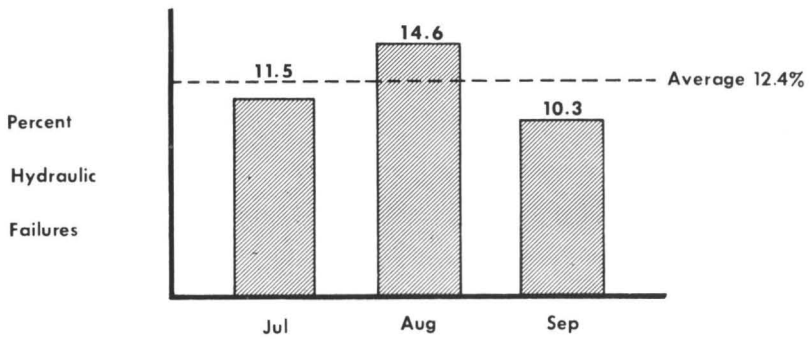

Figure 7
- Over 11 percent of all flight aborts during the quarter were attributed to failures of the powerplant system. The powerplant system percentage contribution decreased at the end of the quarter as shown by figure 7.